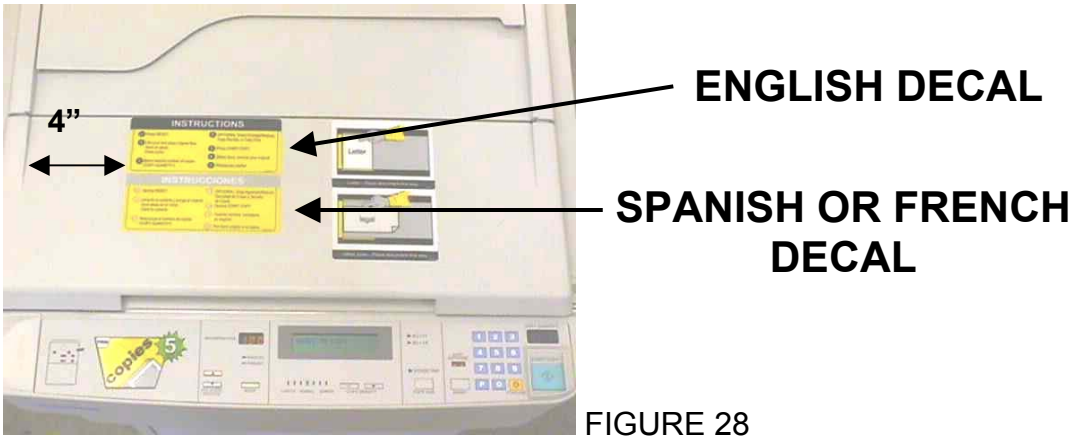

FIGURE 28
6.7 Attach the Self Service Instructions and the Paper Placement Decals to the Platen Cover. The Self Service Decals attach on the left hand side 4 inches in from the lip of the platen, with the English decal on top. (see figure 28)